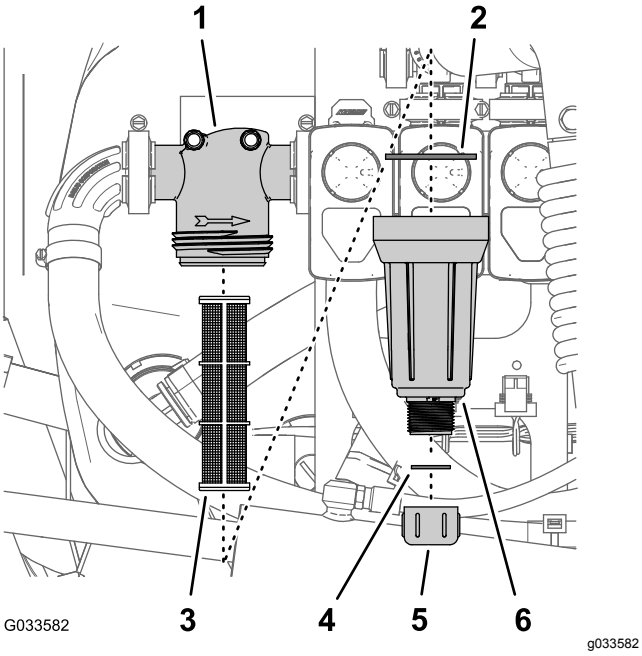

**Figur 97**
2. Plasser et tappefat under trykkfilteret (Figur 97).
3. Drei tappelokket mot klokken, og fjern den fra bollen i trykkfilteret (Figur 97).
4. Drei bollen mot klokken, og fjern filterhodet (Figur 97).
5. Fjern trykkfilterelementet (Figur 97).
7. Kontroller om det er skader eller slitasje på tappepluggen (den er inne i bollen) og pakningen til bollen (inne i filterhodet) (Figur 97).
8. Monter trykkfilterelementet i filterhodet (Figur 97).
9. Monter bollen på filterhodet og stram til for hånd (Figur 97).
10. Monter tappelokket på koblingen nederst på bollen og stram lokket til for hånd (Figur 97).